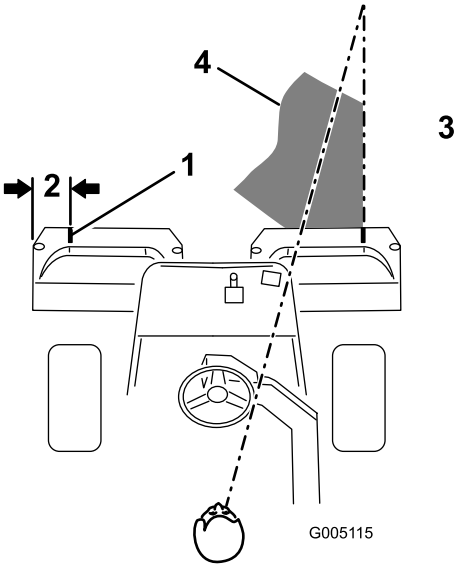
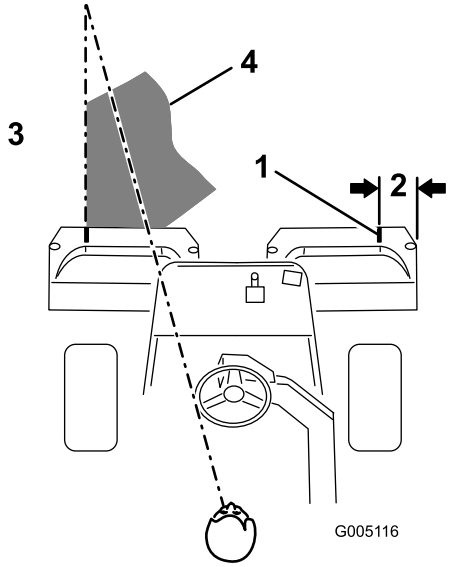

**Figur 30**
**Figur 31**
2. Placer enten et stykke hvidt tape, eller tegn en linje på hver enkelt opsamler parallelt med den ydre kant på hver enkelt opsamler (Figur 30).
3. Sørg for at overlappe minimalt med den forudgående klipning ved tilbagekørsler. Skab en imaginær, lige sigtelinje på ca. 1,8-3 m foran maskinen til kanten af den uklippede del af greenen (Figur 30 og Figur 31), som hjælp til at bevare en lige linje på tværs af greenen og for at holde maskinen i en tilsvarende afstand fra kanten af den foregående klipning. Der er nogle, der finder det nyttigt at medtage rattets ydre kant som en del af sigtelinjen, dvs. holde rattets kant på linje med et punkt, der altid holdes i samme afstand fra maskines forende (Figur 30 ogFigur 31).